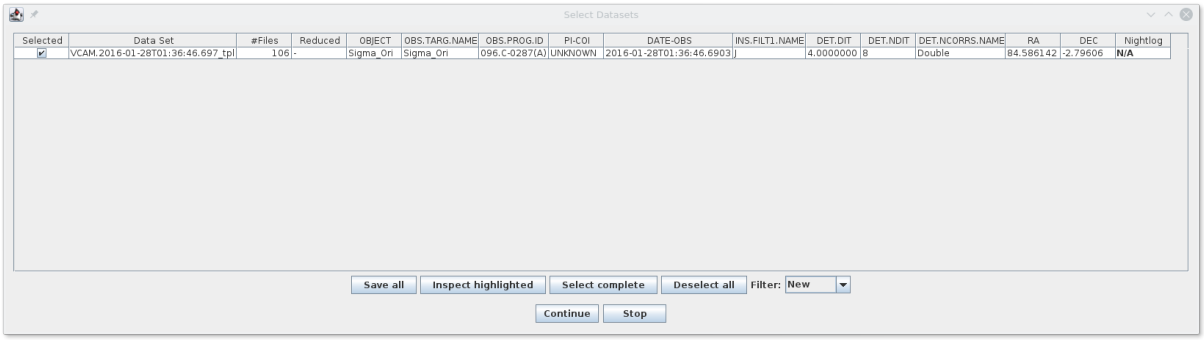

Figure 6.3: *The "Select Datasets" pop-up window.*
7. The `Data Set Chooser` actor will be highlighted next and will display a "Select Datasets" window (see Figure 6.3) that lists the datasets along with the values of a selection of useful header keywords[7]. The first column consists of a set of tick boxes which allow the user to select the datasets to be processed. By default all complete datasets which have not yet been reduced will be selected. A full description of the options offered by the `Data Set Chooser` will be presented in Section 8.3.2.
The DataSetChooser displays the DataSets available in the “Select Data Sets” window, activating vertical and horizontal scroll bars if necessary (Fig. 6.3).